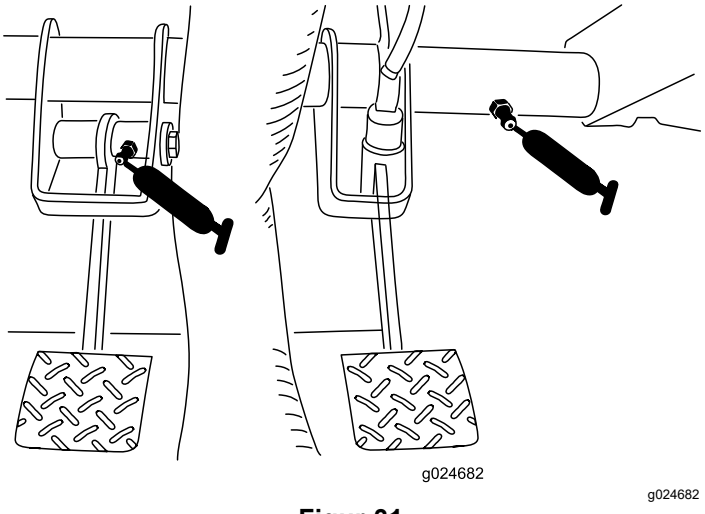

Figur 31
- **Kobling (1)**, se Figur 31
- **Bremse (1)**, se Figur 31